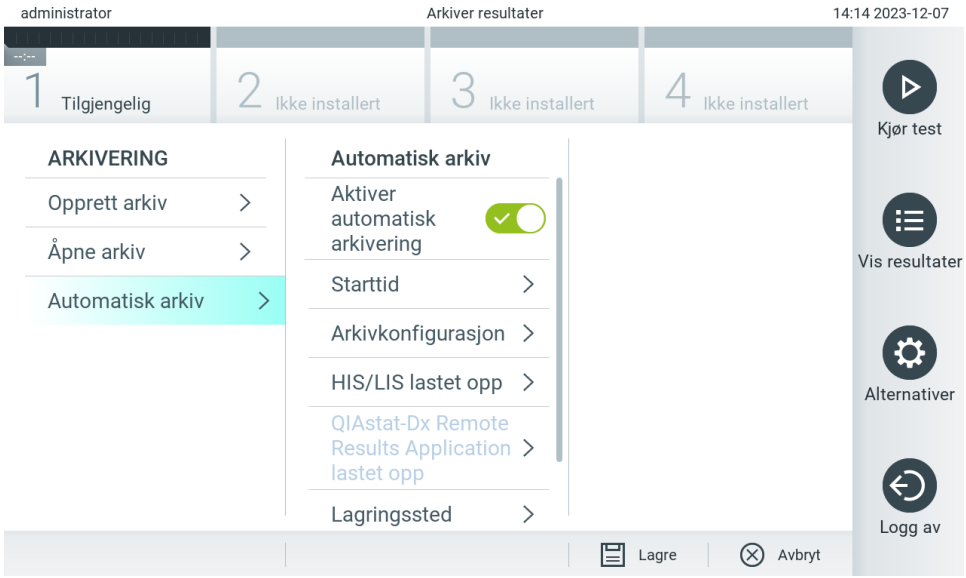

Figur 84. Alternativer for automatisk arkiv.
2. Trykk **Automatic Archive** (Automatisk arkivering), og aktiver funksjonen (figur 84).